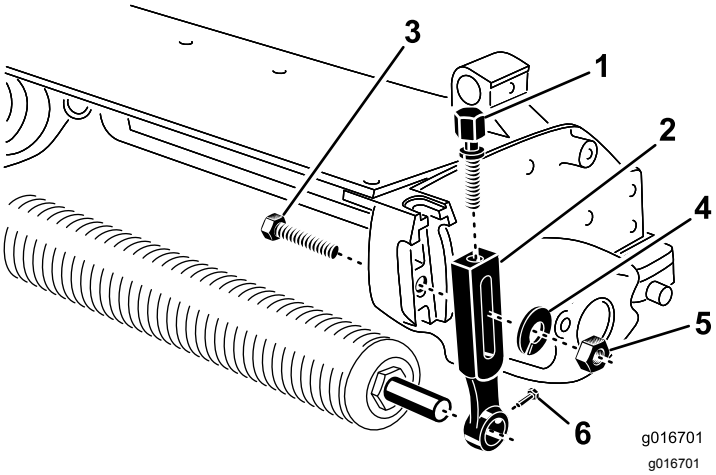

図 1
1. 刈高アーム左右のどちらか1本をカッティングユニットのサイドプレート固定しているプラウボルト、ワッシャ、ナットを外す図 1。
2. 刈高アームについているローラ取り付けねじをゆるめる図 1。
3. 刈高アームをローラシャフトから抜き取る図 1。